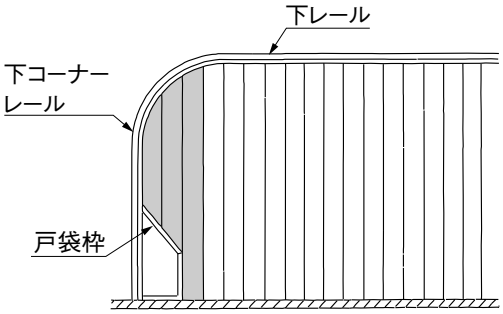

図6-10　戸袋部の加工
❷戸袋内収納の場合は図6-10のように戸袋枠に合わせて加工してください。
❸「6-2直線部の内面デッキの張込み」と同様に内面デッキを固定してください。